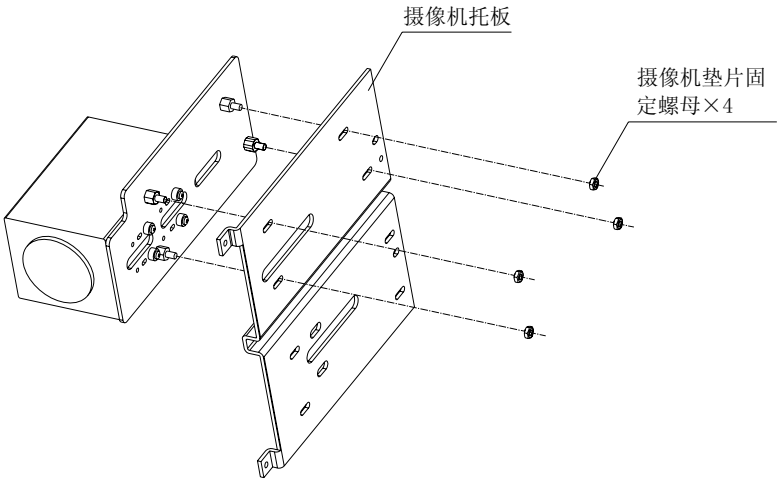

图 3-6
3.3.4 按照图 3-6 所示，使用 4 个螺母将 3.3.3 装配好的摄像机组件固定在摄像机托板上；